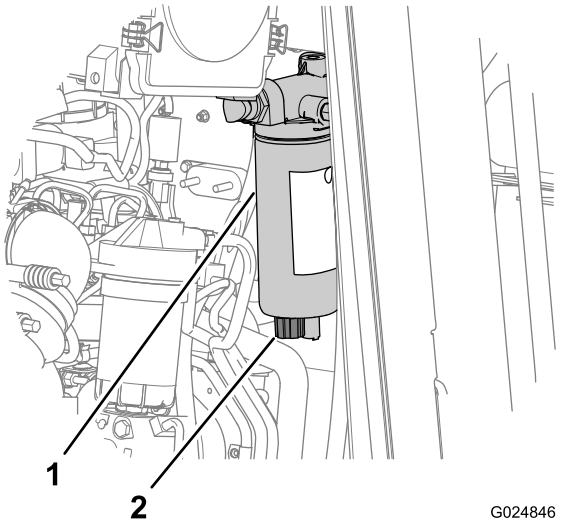

Рисунок 21
2. Поместите сливную емкость под сливной кран водоотделителя (Рисунок 21).